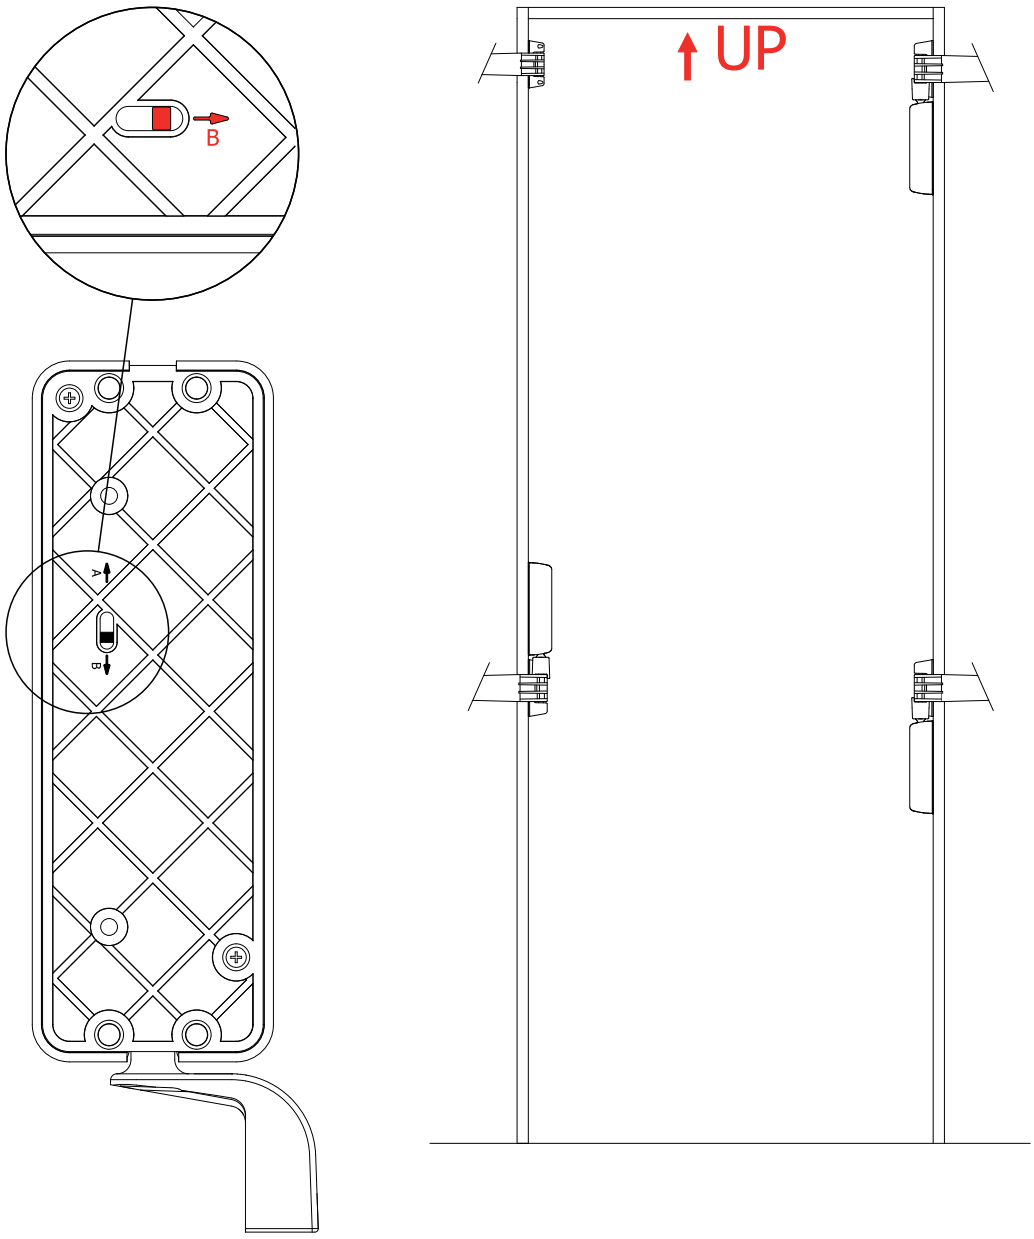

Abbildung 4
Falls der Motor des elektrischen MOTION in eine der gezeigten Position (Abbildung. 4) installiert ist, legen Sie den Schalter in die Rotationsrichtung (O) zum Buchstaben "B".